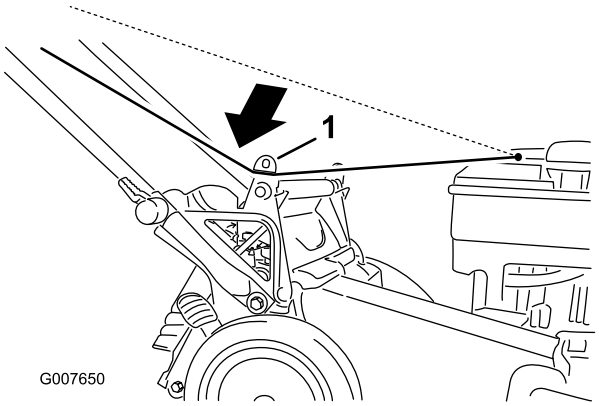

Figuur 23
1. Laat het startkoord rond de onderste koordgeleider lopen (Figuur 23).